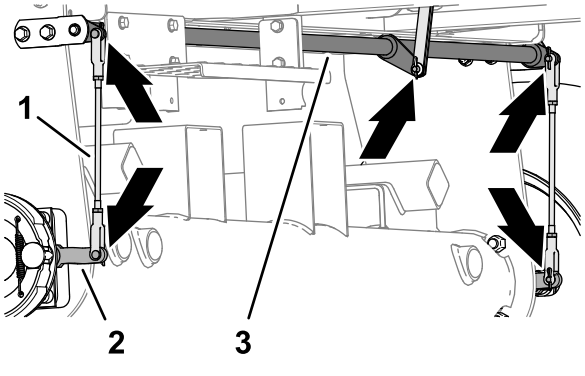

Figuur 71
1. Controleer de linker en rechter remstang (Figuur 71) op beschadiging en slijtage.
2. Controleer de scharnieras van de rem (Figuur 71) op beschadiging en slijtage.